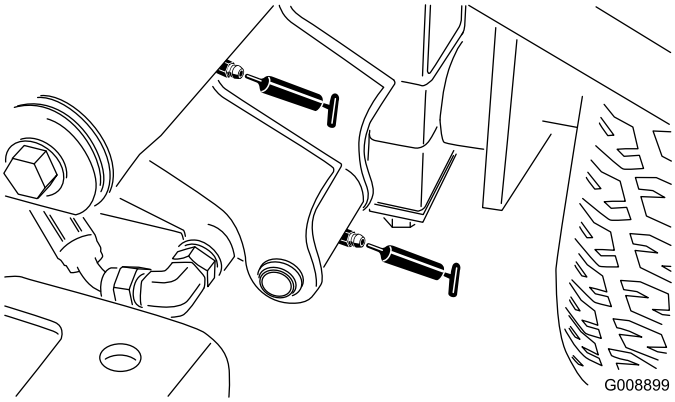

Figur 55
- Främre vänster lyftarmstapp och lyftcylinder (2) (Figur 55)